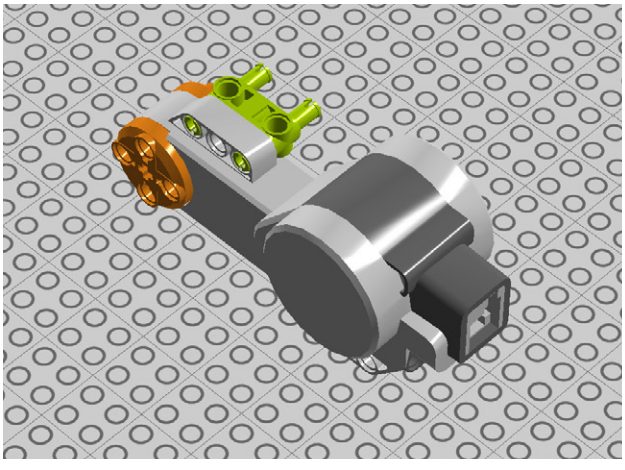

Figure 7-29. *Step 22: Connecting the motor*
22. Grab a motor and add a 3M beam with pegs to it. Figure 7-29 shows this.